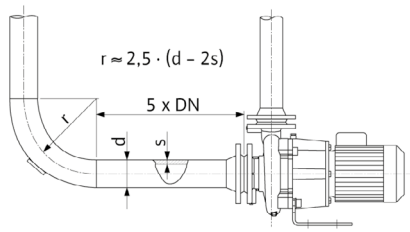
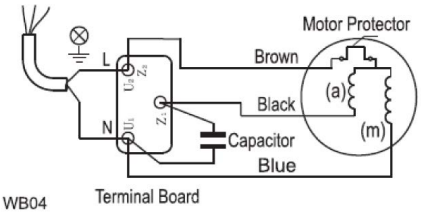

Рис. 4: Участок выравнивания потока перед и за насосом
Рис. 5: Подключение переменного тока
- Подключение к сети зависит от мощности двигателя P2, сетевого напряжения и типа включения. Требуемое переключение соединительных перемычек в клеммной коробке можно определить по следующей таблице, а также Рис. 4 и Рис. 5.